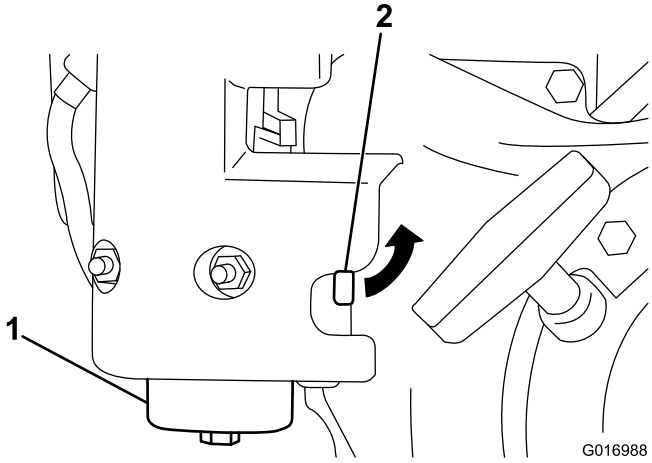

**Figur 32**
1. Stäng bränslekranen och skruva av skålen från filterstommen (Figur 32).